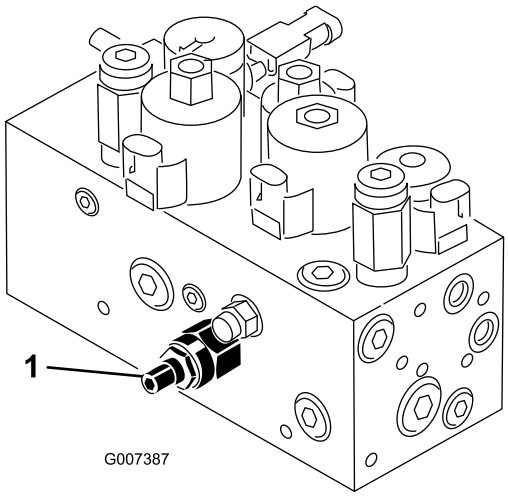

Figuur 48
Het circuit voor het opheffen/neerlaten van het maaidek is uitgerust met een doorstroomregelklep (Figuur 48). Deze klep is in de fabriek afgesteld, maar moet echter wellicht worden bijgesteld in verband met verschillen in de temperaturen van de hydraulische vloeistof, maaisnelheden, werktuigen enz. Als dit moet gebeuren, gaat u als volgt te werkt:
1. Breng de stoel omhoog en ga naar de doorstroomregelklep voor het middelste trekframe (Figuur 48) die zich bevindt naast het verdeelstuk van het hydraulische systeem.